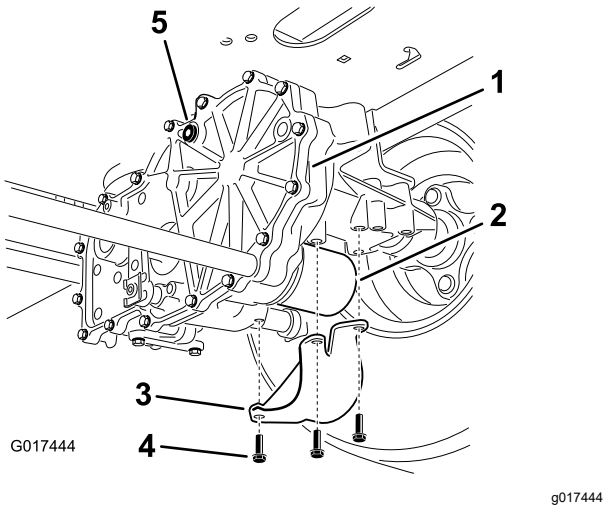

Figure 83
4. Localisez le filtre et les protections sur chaque transmission à boîte-pont (Figure 83).
5. Retirez les 3 vis qui fixent la protection du filtre et déposez la protection (Figure 83).